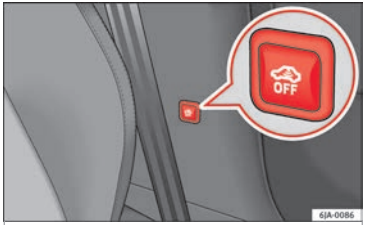

Fig. 125 Button for vehicle interior monitoring and the tow-away protection system.
– Press the ⊗ ››› **Fig. 125** button on the centre column. The red backlit symbol ⊗ on the button turns orange.